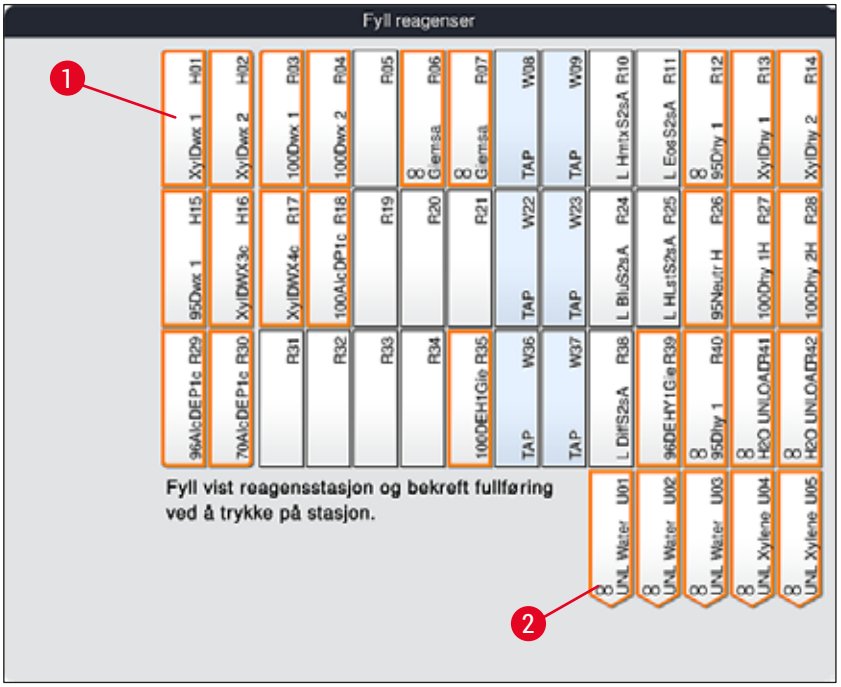

Fig. 56
2. I det nye vinduet Fyll reagenser (→ "Fig. 56") er stasjonene som skal fylles, merket med oransje (→ "Fig. 56-1").
Bare brukerdefinerte reagenser og reagenser som er lagt til Leica-fargeprogrammene vises med oransje markering (→ "Fig. 56"). Deretter skannes reagensene fra Leica-reagenssettet (→ S. 83 – Fylle reagenser i Leica-reagenssettet).